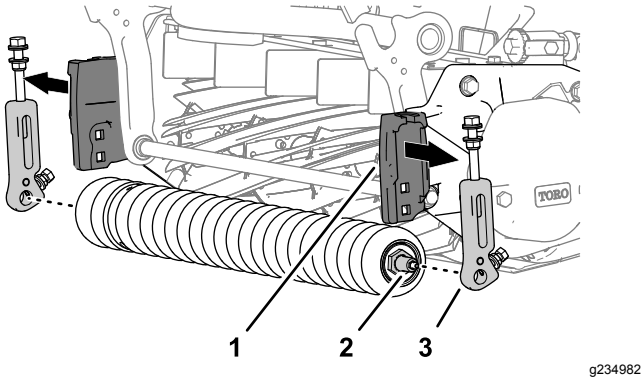

Рисунок 4
4. Снимите кронштейн высоты скашивания и передний валик с режущего блока (Рисунок 4).